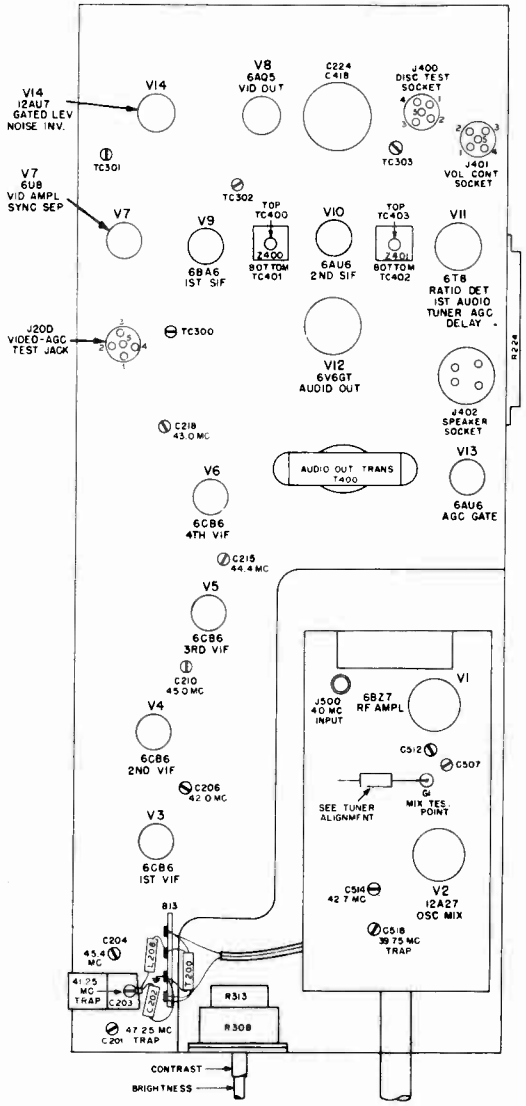

Figure 7. R-F Chassis 91, Top View, Showing Location of Adjustments
4. Disconnect the tuner coupling link at wiring panel B-13 terminals 1 and 4, and solder a 68-ohm, one-half watt carbon resistor to the open link coming from the tuner. See figure 7. Remove the first i-f tube from its socket.
1. Tune the AM generator to 28.1 mc., and adjust TC200 (see figure 7) for minimum output, as observed on the oscilloscope.
1. Tune the AM generator to 39.75 mc. and adjust C518 (see figure 7) for minimum output as observed on the oscilloscope.